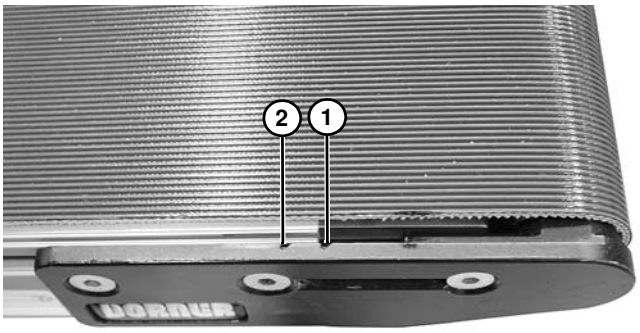

Figure 55
2. Régler l'ensemble de plaque de tête de façon que le châssis du convoyeur soit aligné avec ou entre les marques de mise en tension **(Figure 55, élément 1 et 2)**. Remplacer la bande si la tension correcte ne peut pas être obtenue lors de l'alignement de l'extrémité du châssis du convoyeur avec ou entre les marques. Voir REMARQUE.